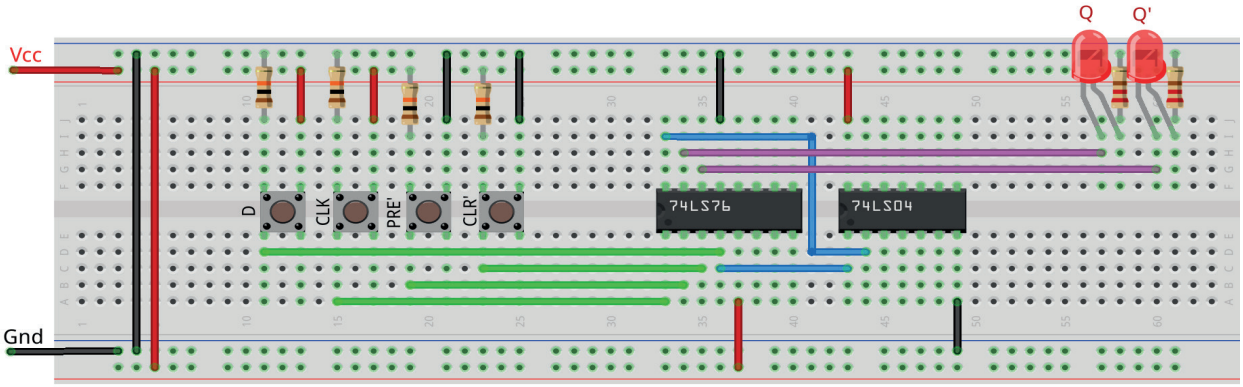

Figura 9.34 – Disposição dos componentes na placa de montagem.
1. Monte o circuito na placa de montagem, conforme figura 9.34.